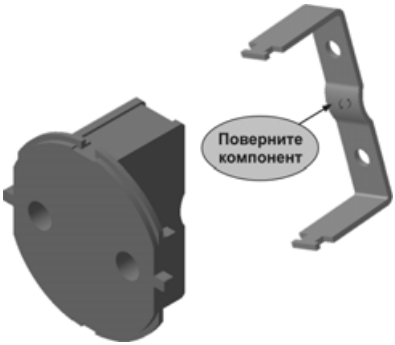

Рис. 7.13
- Установите курсор на деталь **Контакт заземляющий**, нажмите левую кнопку мыши и, не отпуская ее, перемещайте курсор (рис. 7.13). Деталь будет поворачиваться вокруг своего геометрического центра.
- Поверните деталь, как это показано на рис. 7.13. После того, как компонент примет подходящую ориентацию, кнопку мыши следует отпустить.